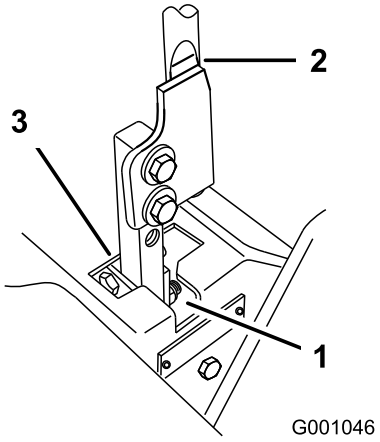

Figur 67
5. Flytt spaken til nøytral stilling, men ikke låst (Figur 67).
6. Trekk spaken tilbake inntil splittpinnene (på armen under svingakselen) er i kontakt med endene på sporet (begynner så vidt å legge press på fjæren) (Figur 67).
7. Kontroller hvor det er mulig at kontrollspaken treffer hakket i konsollen (Figur 67). Den bør sentreres for å gi spaken mulighet til å svinge utover til nøytral, låst stilling.